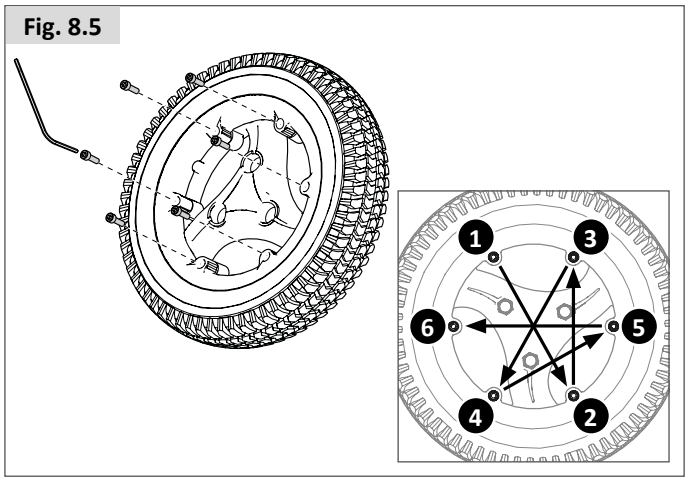

Fig. 8.5
- Il y a 6 goujons de jante à desserrer/resserrer dans l'ordre indiqué (Fig. 8.5).
- Utilisez une clé hexagonale de 5 mm pour desserrer/resserrer les goujons. (Fig. 8.5).
- Resserrez les goujons dans l'ordre indiqué à la Fig. 8.5, en veillant à ne pas pincer la chambre à air.